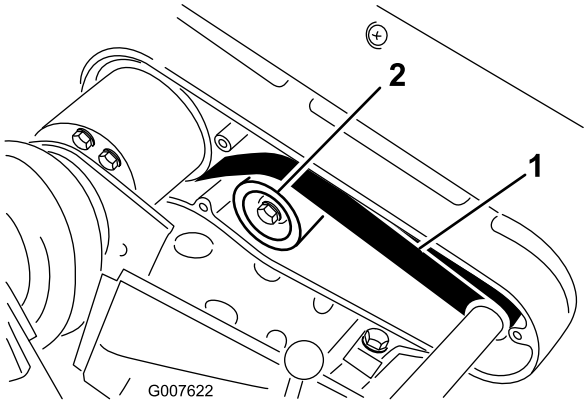

Figur 32
2. Kontroller hvor stram remmen er ved å presse på mellomspennet (Figur 32) med en kraft på 2,3 til 2,7 kg. Remmen skal gi etter 6 mm.
A. Løsne monteringsmutteren på lederullen, og vri lederullen med klokken mot baksiden av remmen helt til du oppnår ønsket remspenning (Figur 32).